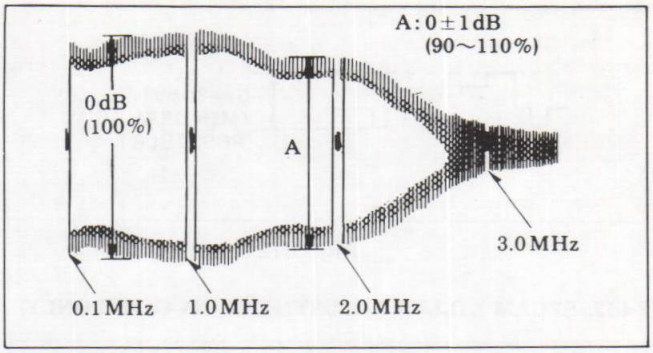

Fig. E10
4. Adjust VR3012 so that the waveform (A) becomes 0 +− 1dB (90∼110%) comparing with 0.1MHz portion as shown in Fig. E10.